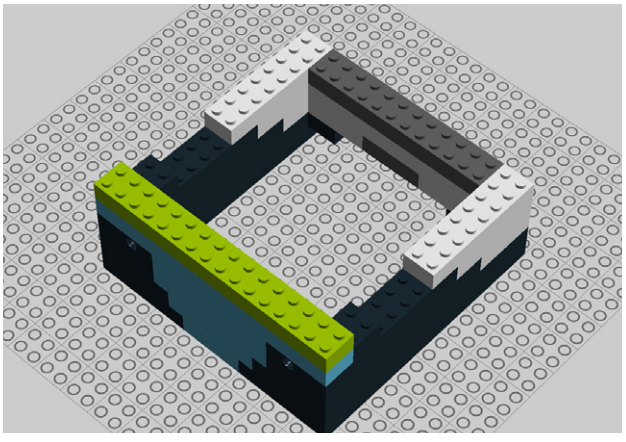

Figure 9-27. *Step 22: Placing another row of translucent bricks*
22. Add four 2x4 translucent bricks as shown in Figure 9-27.